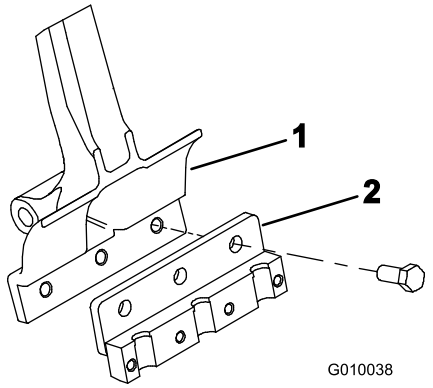

**Figur 22**
2. Montera en harvpinnshållare på varje harvpinnsarm med tre bultar (1/2 x 1–1/4 tum) (Figur 22). Dra åt bultarna till ett moment på 101,6 Nm.